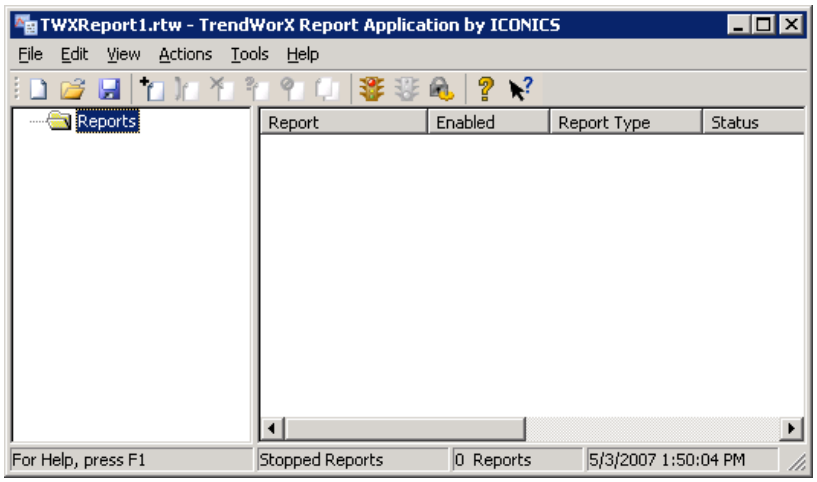

Figure L12.1 - Creating a New TrendWorX32 Report
2. The TrendWorX32 Report Configurator will open, as depicted in Figure L12.1.